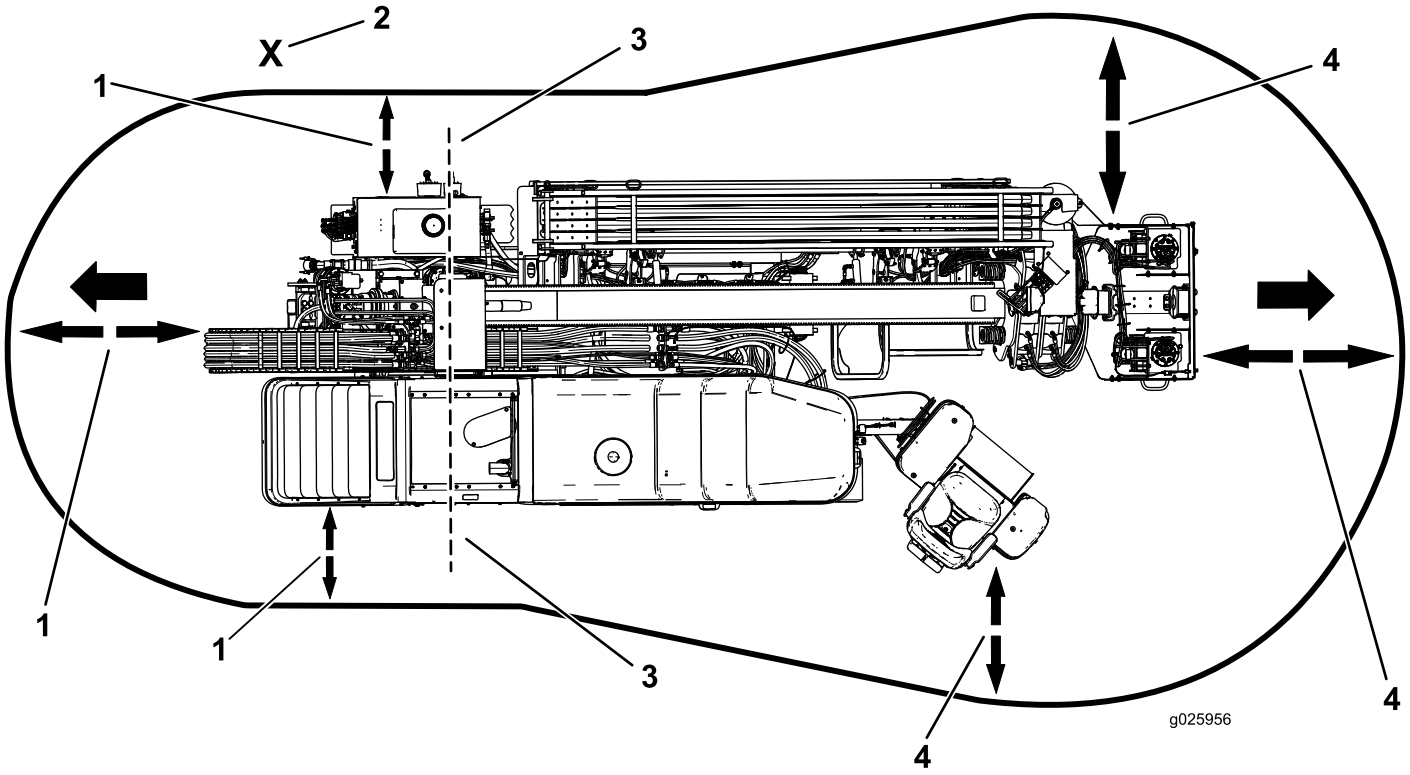

Figure 3
- Actionnez le boîtier suspendu de commande de déplacement de la machine hors de la zone de danger (Figure 3).